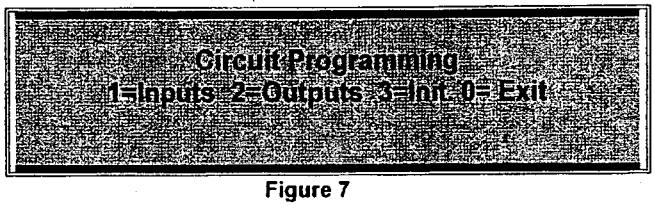

Figure 7
Select "Ckt Prog" from the main "Programming Mode" menu to modify input/output device characteristics (e.g. zone type, group assignment, signal code and device specification text). (Figure 7)
1. From the Circuit Programming menu, Press **[2]** on keypad, see Figure 7.